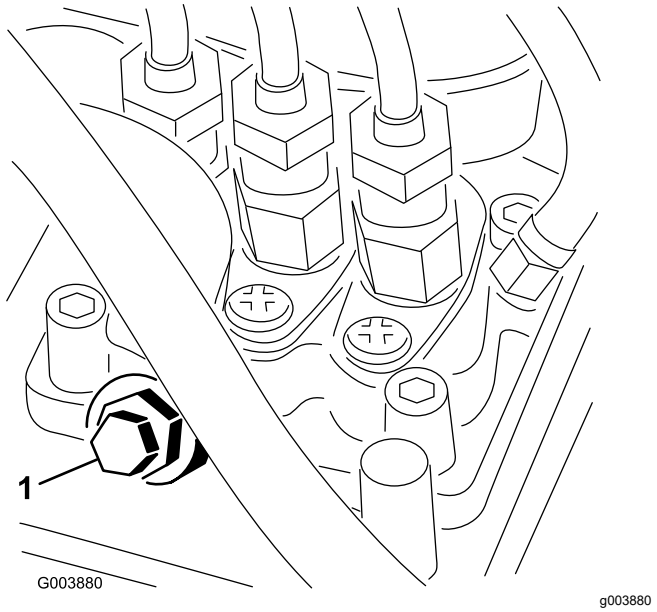

Rysunek 36
4. Odkręć śrubę odpowietrzania na pompie wtryskowej paliwa (Rysunek 36).